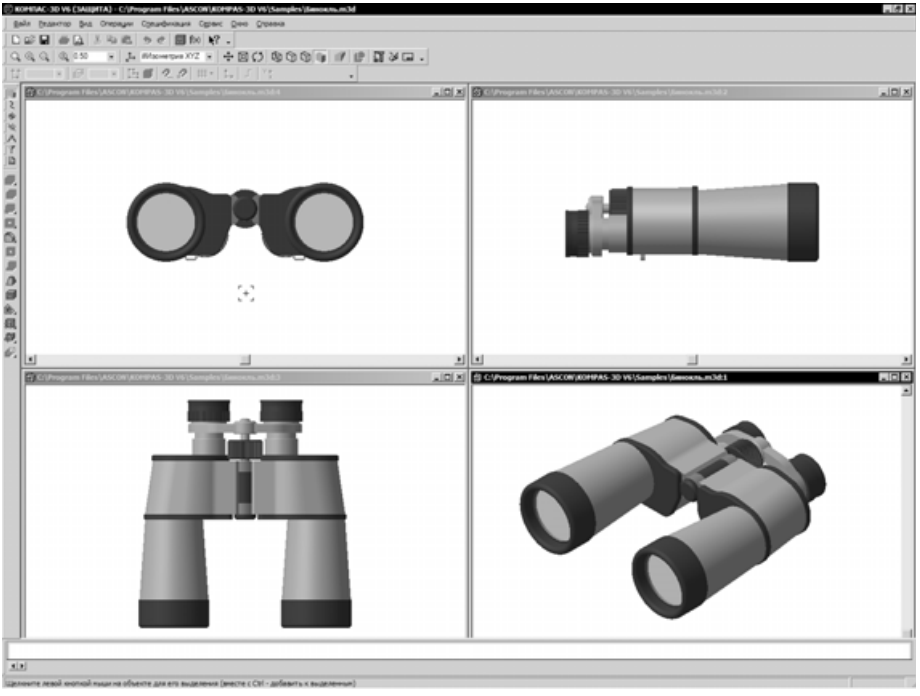

Рис. 1.39
- Попробуйте установить ориентацию модели, режим ее отображения и масштаб для остальных окон, как это показано на рис. 1.39.